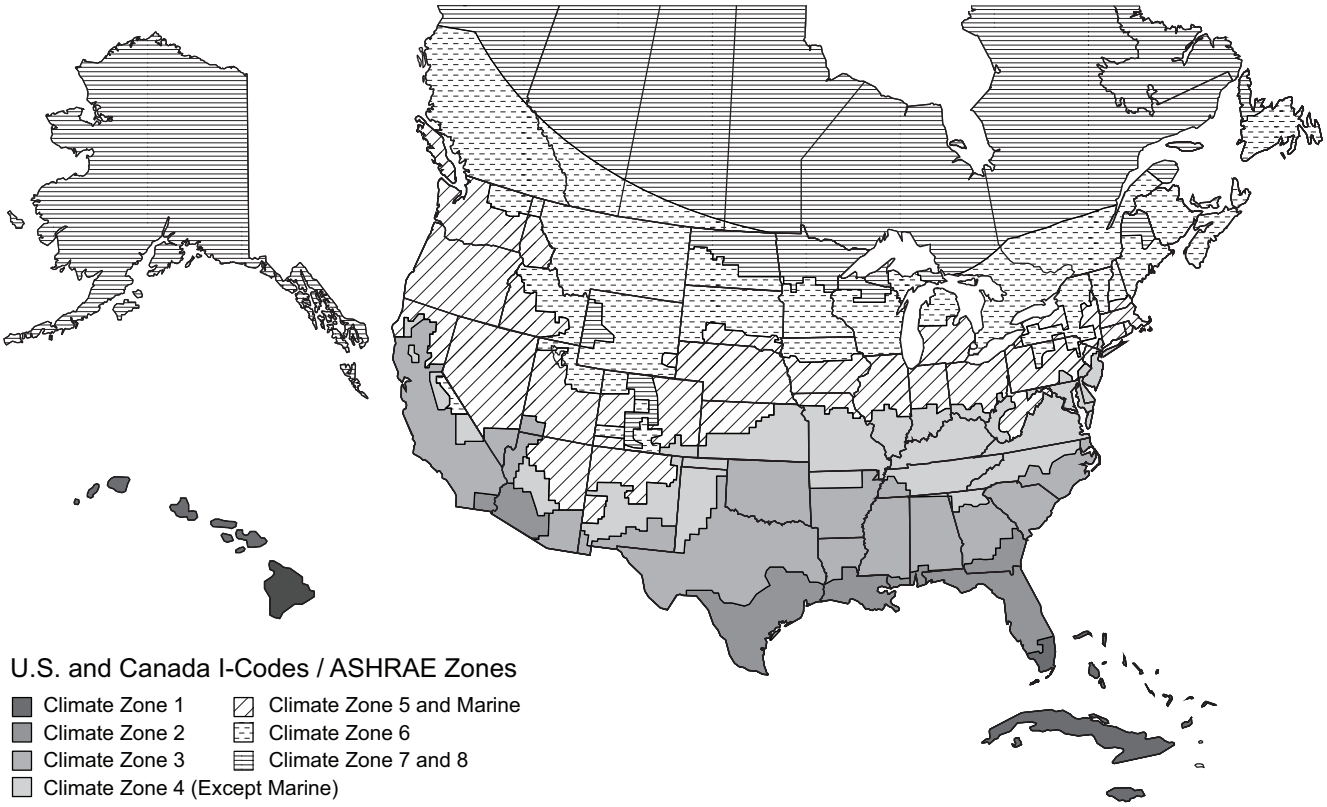

Fig. 82 — U.S. and Canada Climate Zones
a. See Fig. 82 for map of U.S. and Canada climate zones.